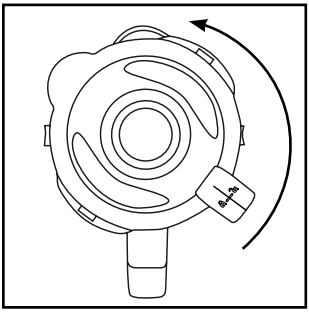
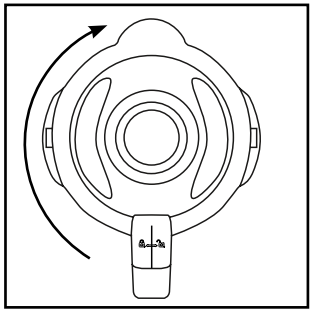

Bild 1
Bild 2
1) Vrid mixerbehållaren ❸ motsols tills pilen ▼ under mixerbehållarens handtag hamnar ovanför läge 🔓. Lyft mixerbehållaren ❸ rakt uppåt för att ta av den från motorblocket ❻.
2) Ta av locket ❷ genom att vrida det motsols mot läge 🔓 (se bild 1) tills det lossnar och kan tas av.
3) Fyll mixerbehållaren ❸.
4) Sätt sedan tillbaka locket ❷ med samma förskjutning på mixerbehållaren ❸ och tryck fast det. Stäng locket ❷ genom att vrida det medsols till läge 🔒 tills det klickar fast (se bild 2). Kontrollera att mixerbehållarens ❸ pip är stängd. Motorn startar bara om locket ❷ sluter helt tätt.